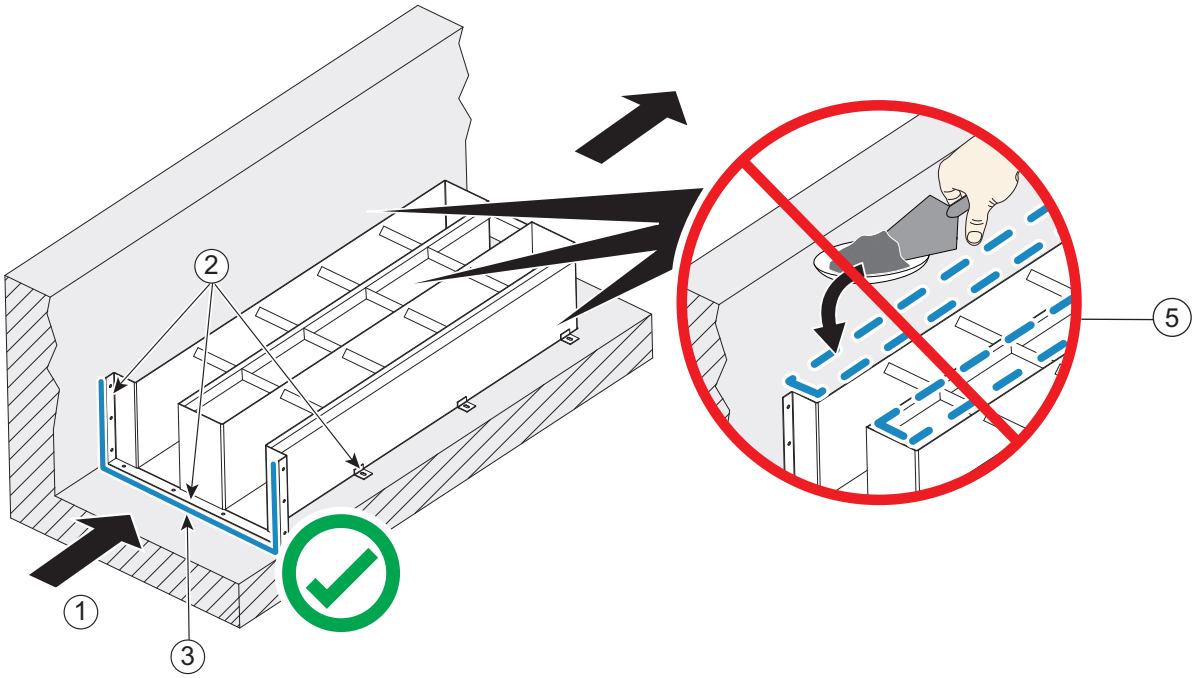
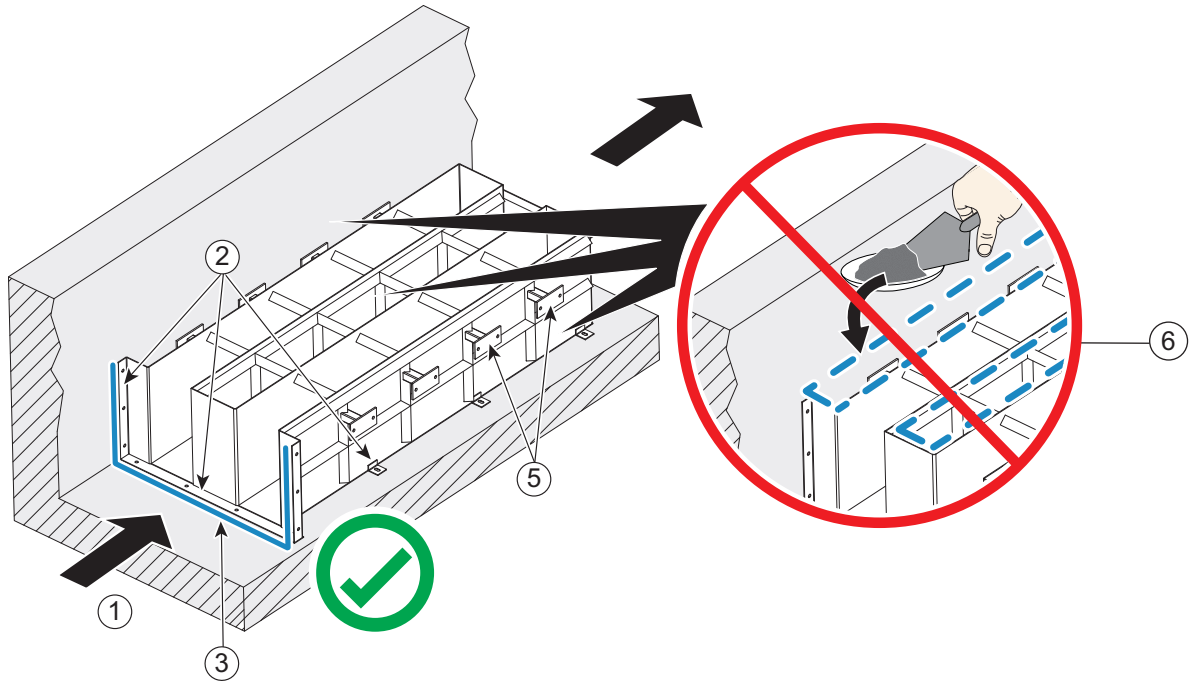
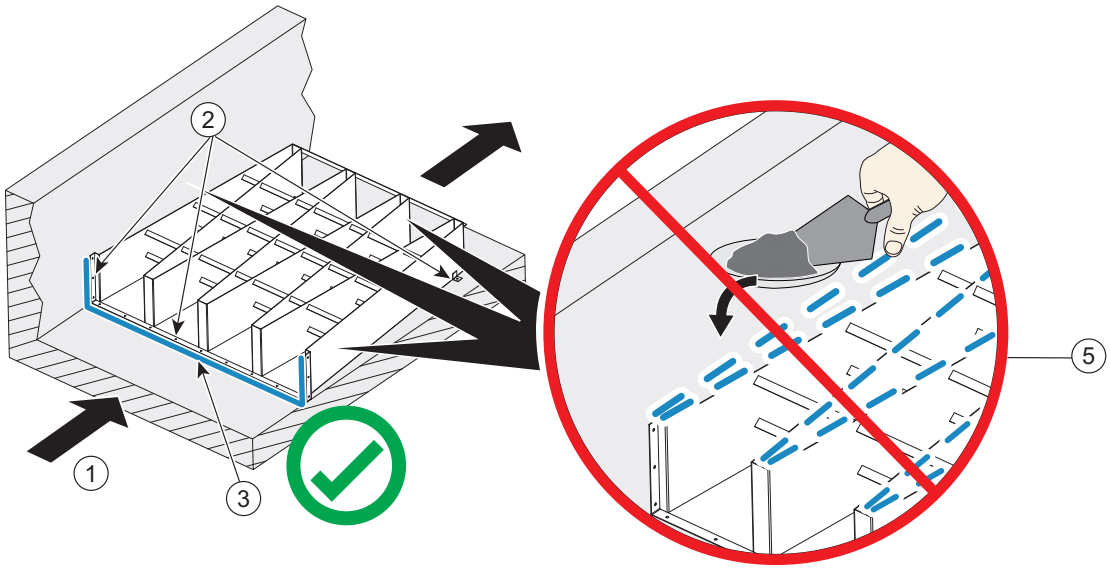
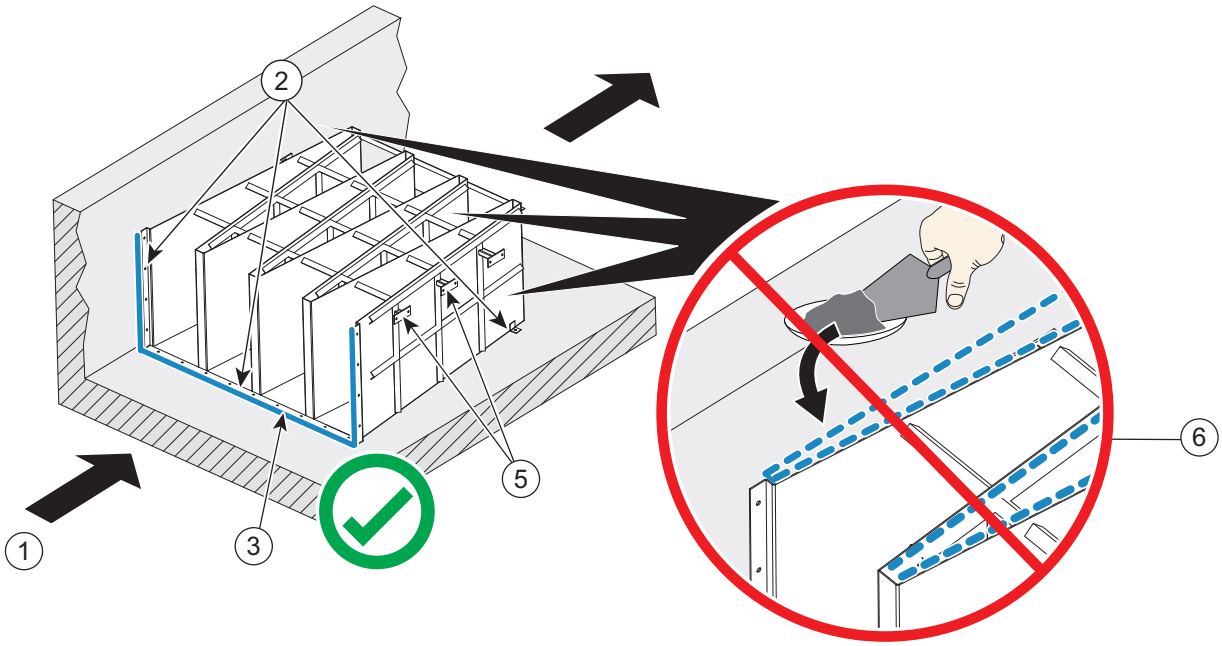

Figure 11 Rectangular Serpentine Weir without side supports
Figure 12 Rectangular Serpentine Weir with side supports
Figure 13 Trapezoidal Weir without side supports
Figure 14 Trapezoidal Weir with side supports
9. Apply marine grade sealant to all of the weir edges to form a water-tight seal. Refer to Item #3 in Figure 11, Figure 12, Figure 13 and Figure 14. The water should flow over the weir instead of around the edges. Make sure that there are no leaks in the weir.